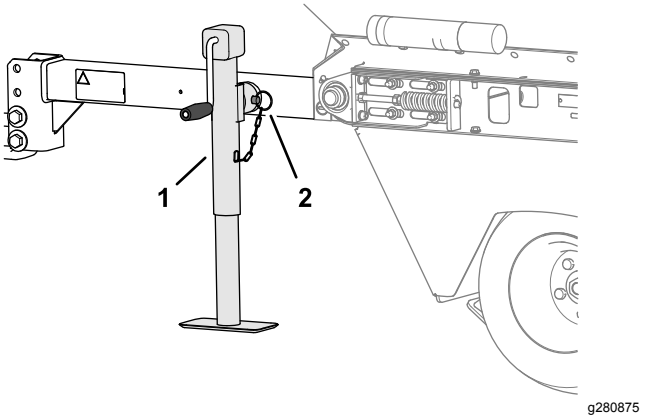

Figuur 11
2. Draai de krik verticaal (Figuur 11).
3. Bevestig hem met de gaffelpen aan de bevestigingsbuis (Figuur 11).